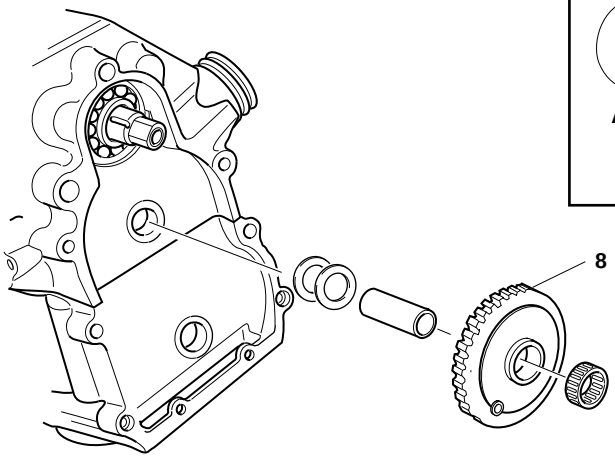

Fig.61
3. Dopo aver "fasato" anche la dentatura del terzo ingranaggio C di distribuzione, posizionare nell'ordine: i rasamenti, il perno, l'ingranaggio, la gabbia a rulli e il distanziale (Fig. 61).
3. Proceed with timing of third timing gear C, and then fit shims, gear, pin, roller retainer and spacer (Fig. 61) in the order indicated.
3. Nachdem auch die Verzahnung des dritten Verteilergetriebes C "in Phase gebracht" wurden, in dieser Reihenfolge anordnen: die Ausgleichscheiben, den Zapfen, das Zahnrad, den Rollenkäfig und den Abstandhalter (Abb. 61).
3. Après avoir "phasé" la denture du troisième engrenage C de distribution, mettre en place dans l'ordre : les cales de compensation, l'axe, l'engrenage, la cage à rouleaux et l'entretoise (Fig. 61).